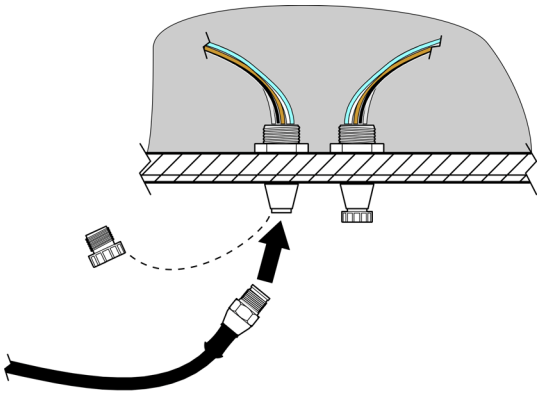

Figuur 6 Bevestig de sensor met de connector op de controller
1. Draai de beschermdop op de connector van de controller (Figuur 6) los. Bewaar de beschermdop om de connectoropening af te dichten in geval de sensor moet worden verwijderd.